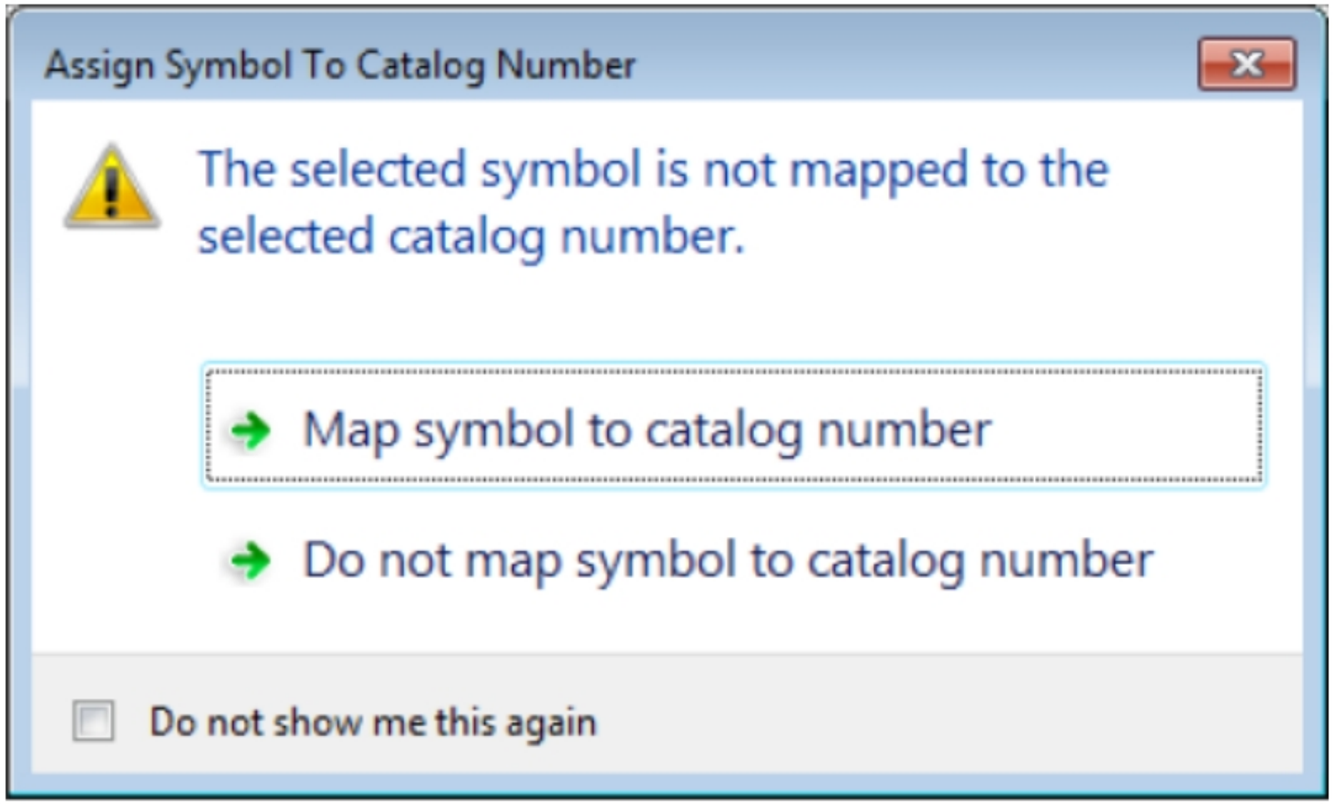

Figure-70. Assign Symbol To Catalog Number dialog box
- On doing so, the **Assign Symbol To Catalog Number** dialog box will be displayed; refer to Figure-70.